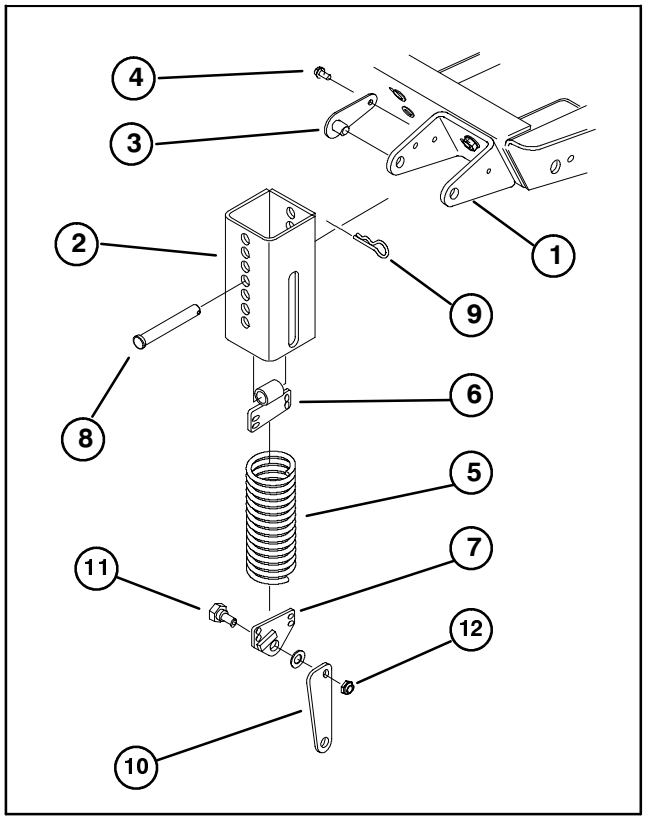

Figure 11
4. Thread the top extension spring coil into the top spring end holes and the bottom extension spring coil into the bottom spring end holes (Fig. 11).
5. Mount knee link to lower spring end with wide part of knee link pointing forward and spring end stop pointing forward. Secure knee link to outer side of spring end with a shoulder bolt and locknut (Fig. 11, 12).
7. Align slotted holes in the spring cover (slot toward the bottom) with the mounting bracket holes. Insert lock pin assemblies into the bracket holes and secure each to the bracket with self–tapping screws (Fig. 11). Torque the screws to 20 ft–lb.
8. From the bottom, insert the spring and top spring end into the spring cover. Select a hole that matches the cutter deck height–of–cut setting; i.e., top cover hole matches the highest height setting, bottom cover hole the lowest, etc. Align the top spring end hole with the selected spring cover holes and insert the clevis pin to secure the spring inside the cover (Fig. 11). Secure clevis pin with a hair pin cotter.